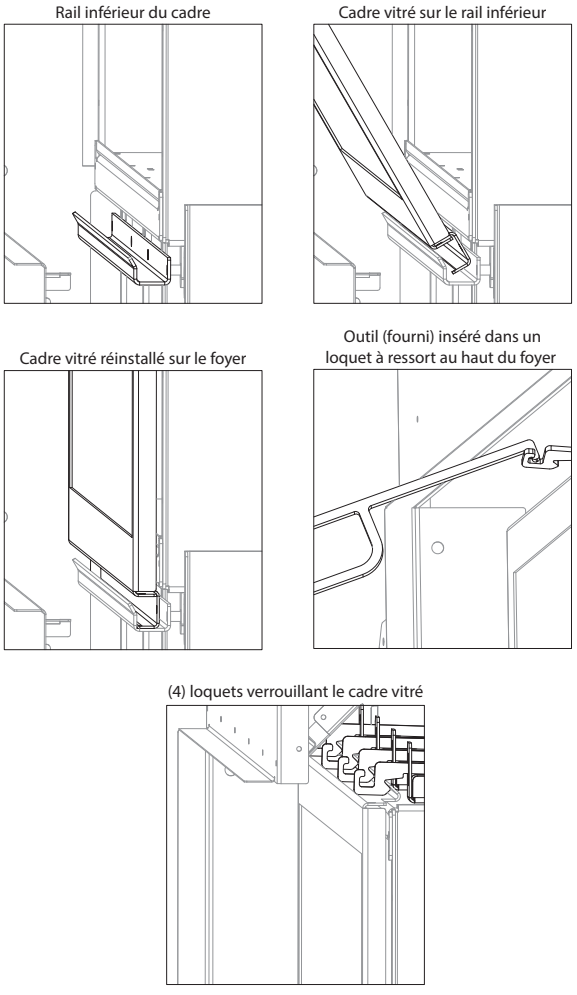

Figure 8.1, Retrait du cadre vitré avant (face d'accès)
2. Repérez les (4) loquets à ressort retenant le cadre vitré au haut du foyer. Utilisez l'outil fourni pour déverrouiller les loquets de la bride au haut du cadre vitré. Voir la Figure 8.1.
2. Utilisez l'outil fourni pour tirer les (4) loquets pour les verrouiller avec la bride au haut du cadre vitré. Voir la Figure 8.1.